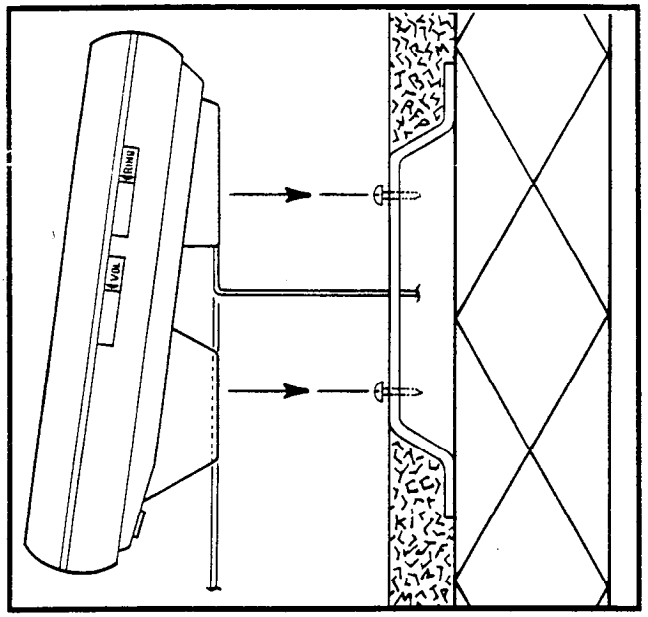

FIGURE 22—EKT WIRE ROUTING
4) Route the tail cord through the holes in the base and secure the EKT (Figure 22).